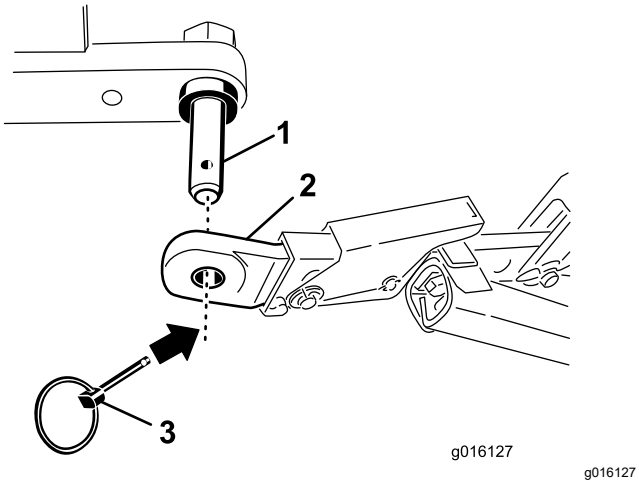

Figura 3
4. Fissate i bracci di attacco inferiori ai perni di montaggio dell'arieggiatore con le coppiglie ad anello (Figura 3).